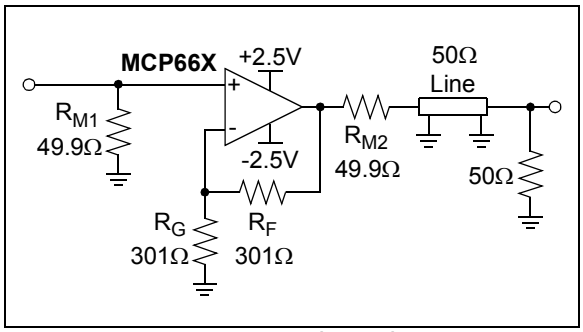

FIGURE 4-10: *50Ω Line Driver.*
Differential gain (DG) and differential phase (DP) refer to the nonlinear distortion produced by an NTSC or a phase-alternating line (PAL) video component. The AC Electrical Specifications table and Figure 2-34 show the typical performance of the MCP661, configured as a gain of +2 amplifier (see Figure 4-10), when driving one back-matched video load (150Ω, for 75Ω cable). Microchip tests use a sine wave at NTSC's color sub-carrier frequency of 3.58 MHz, with a $0.286V_{P-P}$ magnitude. The DC input voltage is changed over a +0.7V range (positive video) or a -0.7V range (negative video).
Figure 4-10 shows the MCP661 driving a 50Ω line. The large output current (e.g., see Figure 2-18) makes it possible to drive a back-matched line (R_{M2}, the 50Ω line and the 50Ω load at the far end) to more than ±2V (the load at the far end sees ±1V). It is worth mentioning that the 50Ω line and the 50Ω load at the far end together can be modeled as a simple 50Ω resistor to ground.